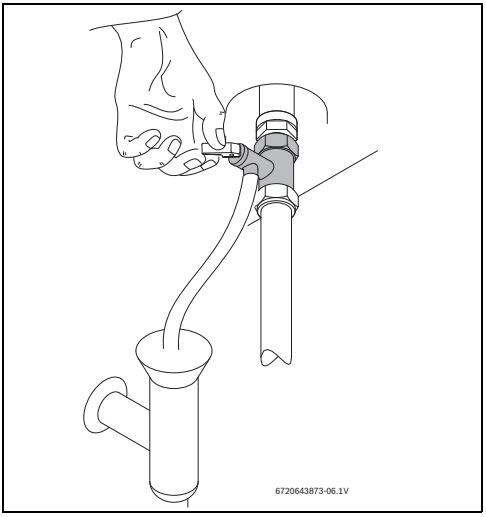

Fig. 15 Accionamento manual da válvula de segurança
- ▶ Abrir a válvula de segurança (Fig. 15).
- ▶ Abrir manualmente a válvula de segurança pelo menos uma vez por mês (→Fig. 15).